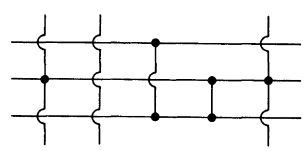

FIGURE 1-1B
2. In Fig. 1-1B, how many times do conductors cross each other and how many times are conductors connected to each other? Conductors cross each other _____ times. Conductors are connected to each other _____ times.